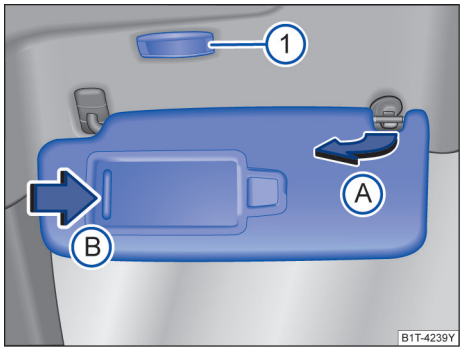

图 122 遮阳板
– 用一只手按压旋转轴的一端，用另一只手的拇指按压卡扣的上端，并用其它的手指将遮阳板倾斜上抬，并缓缓取出，否则容易造成上方固定点的损坏 → 图 122 Ⓐ。